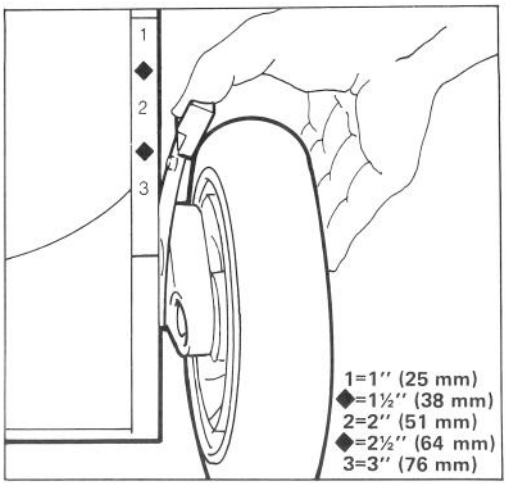

Figure 11
2. For easier adjustment, lift housing so wheel is off ground. Squeeze adjusting lever toward wheel and move to desired setting (Fig. 11). Assure pin on adjusting lever engages notch in housing. Adjust all wheels to the same setting.